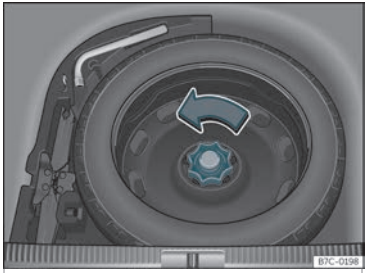

Abb. 216 Im Gepäckraum: hochgeklappter Ladeboden.
- Drehen Sie das Rädchens entgegen dem Uhrzeigersinn heraus›› Abb. 216.